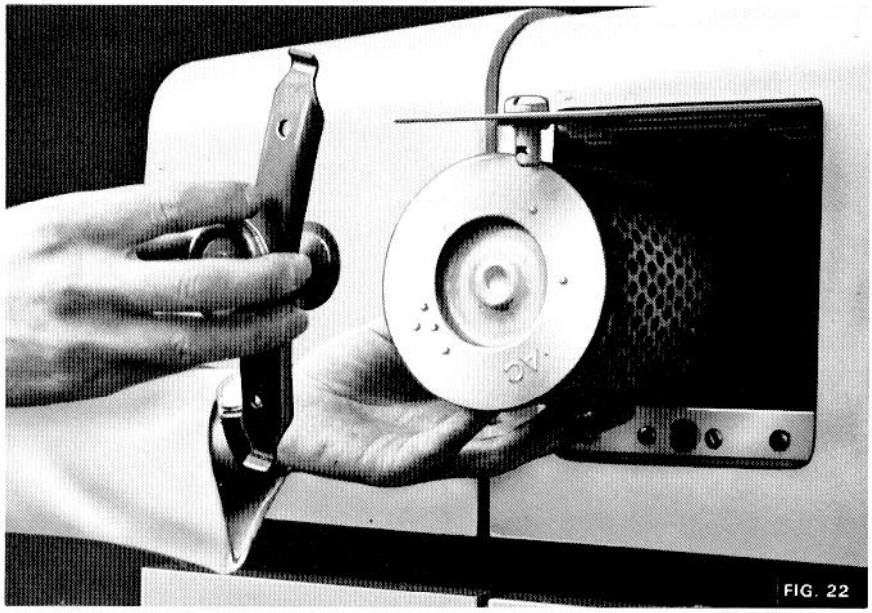

FIG. 22
1. Contrôler le serrage de tous les raccords et s'assurer que le clapet de décharge (1) n'est pas obstrué.
2. Sortir l'élément de son logment en ouvrant la trappe située à gauche du capot, enlever la patte de fixation. Extraire l'élément comme le montre la figure 22.